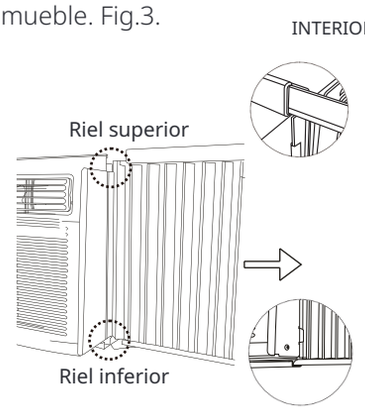

Fig.3
C. Una vez que el panel se haya instalado en el lateral del mueble, asegúrese de que esté firmemente dentro del canal del marco haciendo pequeños ajustes. Deslice los extremos superior e inferior del marco en los rieles superior e inferior del mueble. Fig.3.